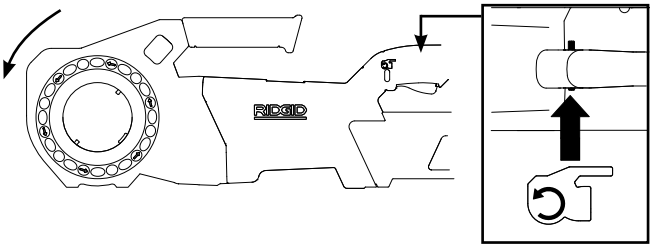

Figur 5B – BACK (motors) omkopplarposition
- Upprepa processen för backkörning *(se figur 5B)*. Om drivenheten inte roterar i rätt riktning eller om på/av-knappen inte styr maskinens drift, använd inte maskinen förrän den har reparerats.